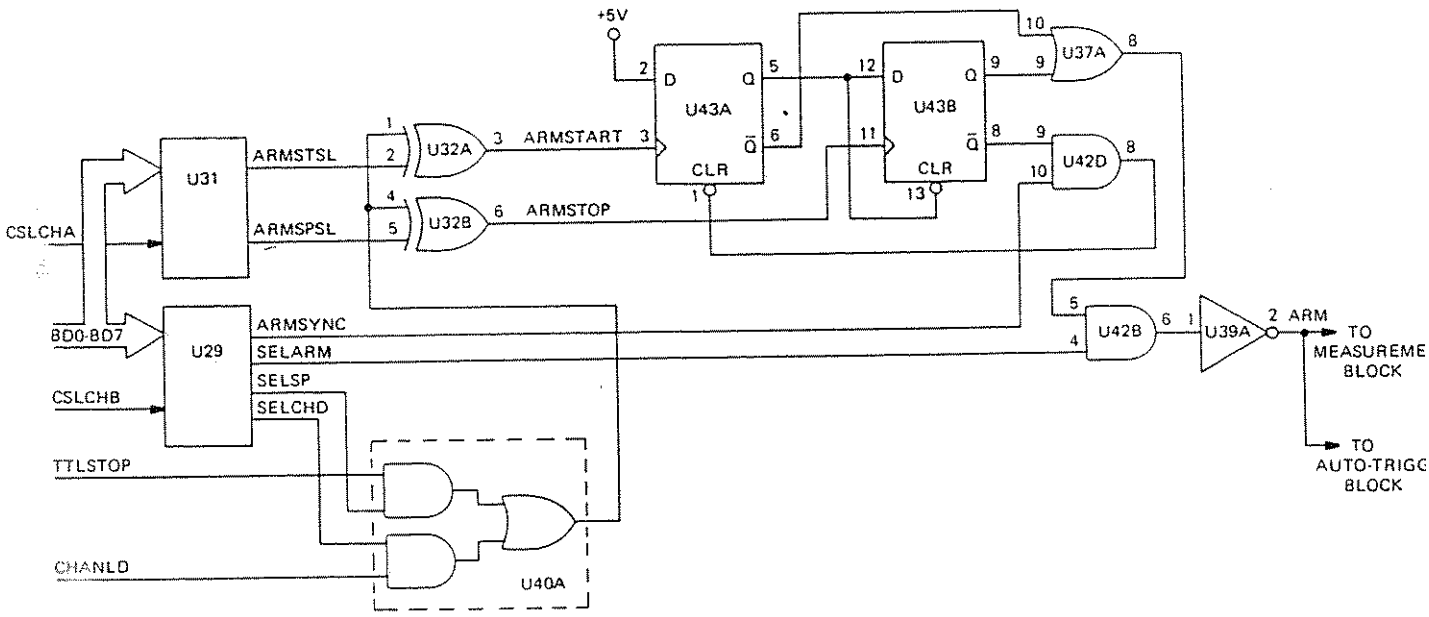

Figure 5.14 - Simplified Diagram for the External Arming/Gating Block
5.3.8.2.1 Refer to Figure 5.14. The arming and gating controls are set up via two latches, U29 and U31. U29 controls several control signal lines for the arming and gating circuitry which are SELSP, SELCHD, ARMSYNC, and SELARM. SELSP and SELCHD control the selection of channel A, B or D as the external arming or gating signal. SELARM enables the arming or gating signal to pass on to the auto-trigger circuitry or the measurement circuitry. ARMSYNC synchronizes the external arming or gating signal with the measurement circuitry. U31, ARMSTSL, and ARMSPSL controls the arming or gating slopes of the selected signal (Channel A, B, or D).